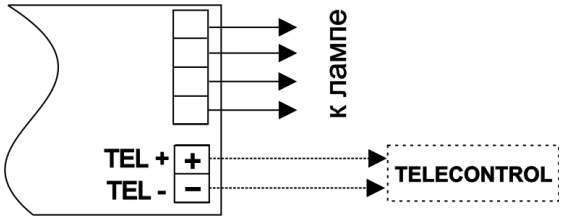

Рис.2
3.3 Устройство TELECONTROL подключается непосредственно к клеммам расположенным на плате. При подключении необходимо соблюдать полярность, сечение провода 0,5-1,0 мм^2 (см. рис.2).